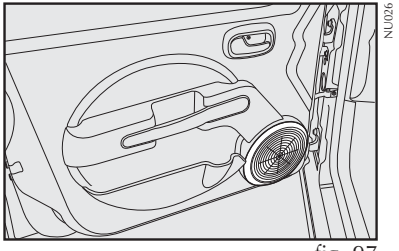

fig. 97
- dois alto-falantes full-range dianteiros de 6″ com 20 W RMS de potência cada **fig. 97**;